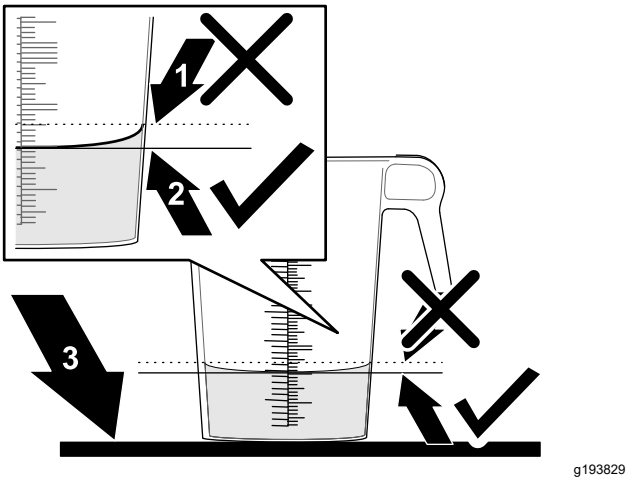

Figur 50
6. Ställ den graderade behållaren på ett plant underlag och notera vätskevolymen (Figur 50).